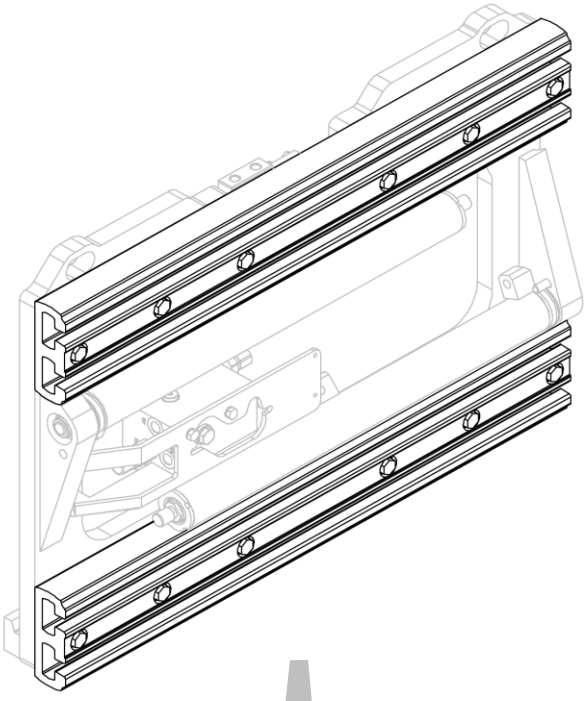
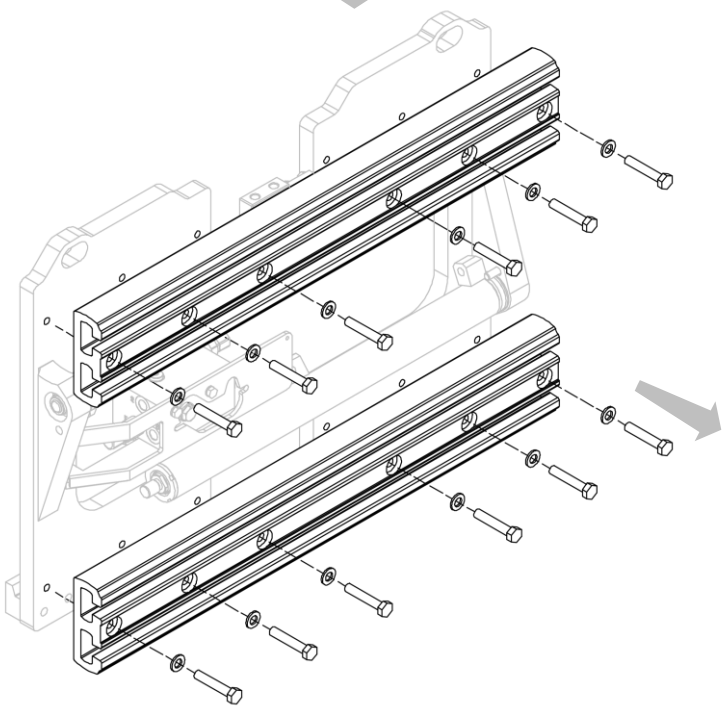

Figure 29
Figure 30
2. Retirer, un par un, les profils en aluminium après avoir dévissé les vis prévues à cet effet (voir *Figure 29* e *Figure 30*).